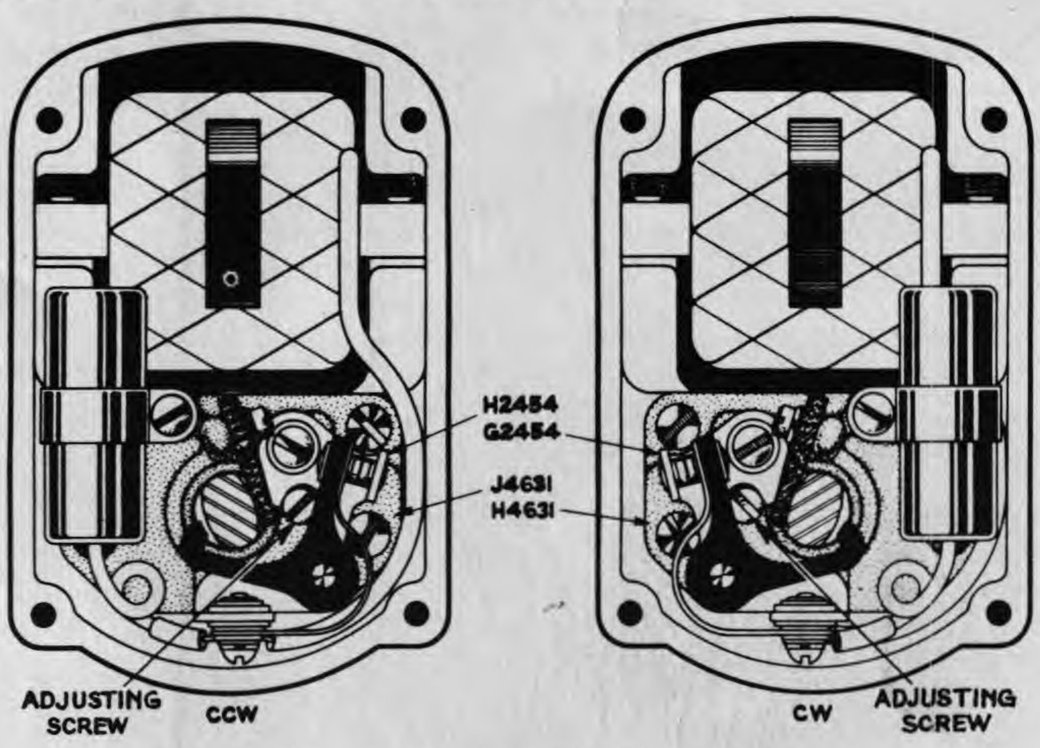

FIGURE 10 - VIEWS WITH END CAP REMOVED
1. Remove the distributor end cap from the magneto and compare the end view with those of Figure 10, thereby definitely establishing the rotation of the magneto and the location of the various parts. On 2 cyl. units the distributor disc must be pulled off to obtain a similar end view.